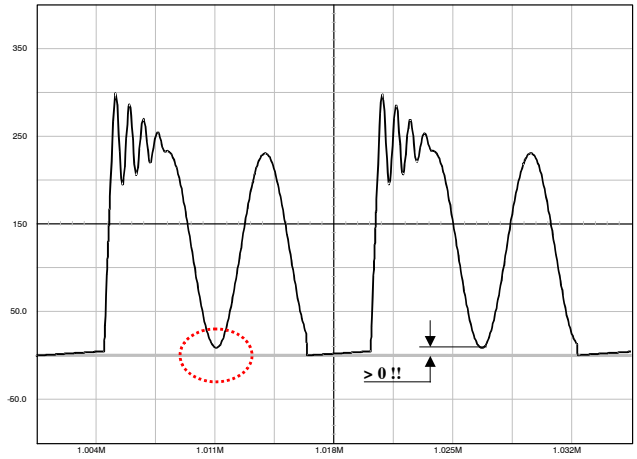

Figure 47. The Drain-source Wave Shall always be Positive
1. The lateral MOSFET body-diode shall never be forward biased, either during start-up (because of a large leakage inductance) or in normal operation as shown in Figure 47. This condition sets the maximum voltage that can be reflected during toff. As a result, the Flyback voltage which is reflected on the drain at the switch opening cannot be larger than the input voltage. When selecting components, you thus must adopt a turn ratio which adheres to the following equation:
Figure 49a: the simple capacitor limits the voltage according to the lateral MOSFET body-diode shall never be forward biased, either during start-up (because of a large leakage inductance) or in normal operation as shown by Figure 47. This condition sets the maximum voltage that can be reflected during t_{off}. As a result, the flyback voltage which is reflected on the drain at the switch opening cannot be larger than the input voltage. When selecting components, you must adopt a turn ratio which adheres to the following Equation 3. This option is only valid for low power applications, e.g. below 5 W, otherwise chances exist to destroy the MOSFET. After evaluating the leakage inductance, you can compute C with (Equation 4). Typical values are between 100 pF and up to 470 pF. Large capacitors increase capacitive losses...